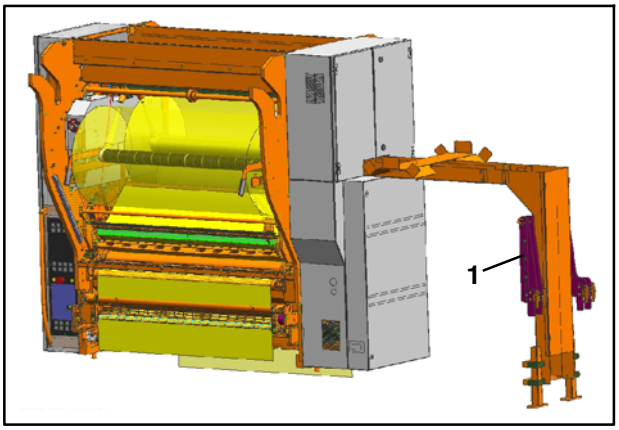

Fig. 73 FoilStar, vue du côté dérouleur
23. Placer les dispositifs au niveau du support (Fig. 73/1)